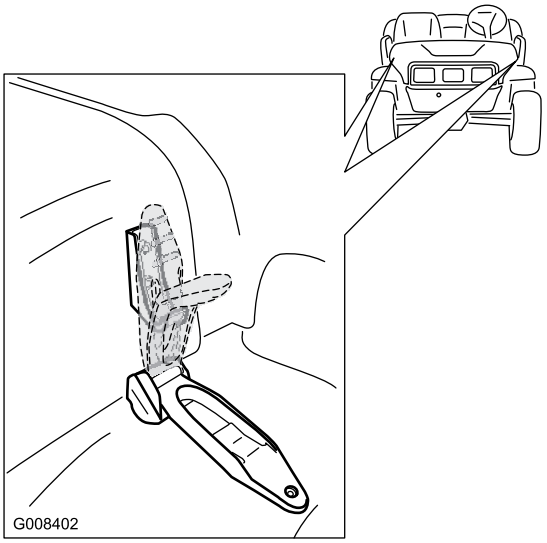

Figur 25
1. Åbn motorhjelmen ved at løsne motorhjelmslåsene på begge sider af motorhjelmen (Figur 25).